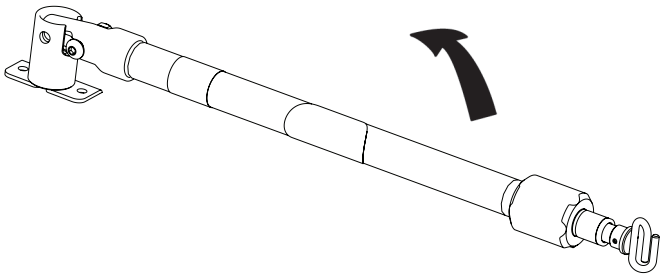

Figure 50 - Position repliée de la potence IV 2 sections
5. Tourner le verrou de blocage (B) dans le sens antihoraire et glisser la section (C) dans le tube inférieur.
6. Tourner le verrou de blocage (B) dans le sens horaire pour le serrer.
7. Soulever et faire pivoter la potence vers le bas en position repliée (consulter la Figure 50).